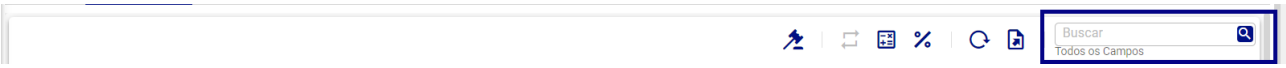

Figura 289: Campo de Busca
- **Campos de Busca (Figura 289):** Possibilita localizar registros específicos no painel superior.